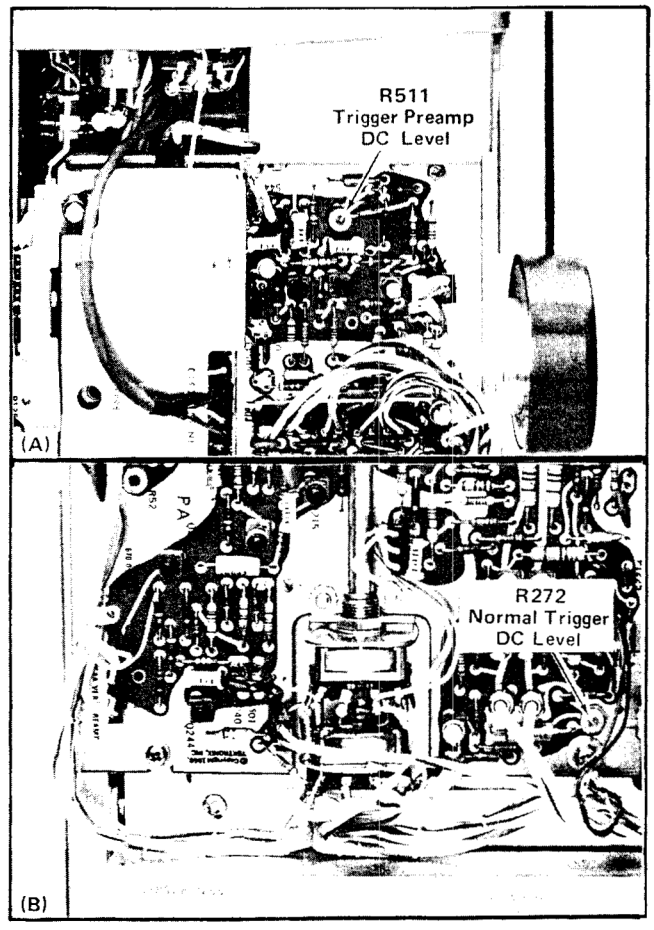

Fig. 5-15. (A) Location of Trigger Preamp DC Level and (B) Normal Trigger DC Level adjustments.
d. ADJUST–Trigger Preamp DC Level adjustment, R511 (see Fig. 5-15) for a stable display.
g. ADJUST–Normal Trigger DC Level adjustment, R272 (see Fig. 5-15) for a stable display.